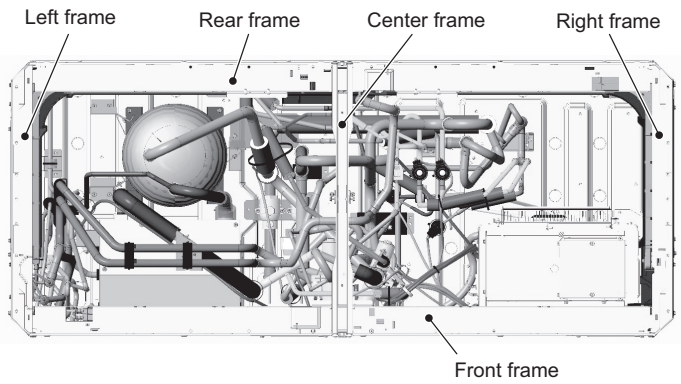

Figure 15
(17) To remove the front heat exchanger, remove the front, left, right, and center frames by unscrewing the 16 screws. (See Figure 15.)
To remove the right and left rear heat exchangers, remove the rear frames in addition to the front, left, right, and center frames by unscrewing the 18 screws. (See Figure 15.)